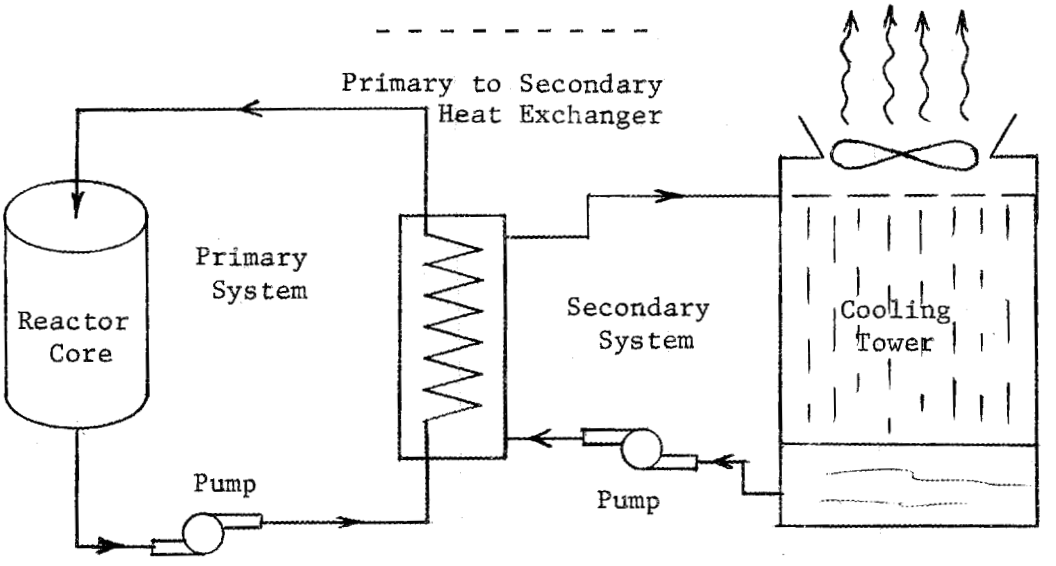

Fig. 2.3. Diagram of a Coolant System in Two Parts
70. Most reactors require a coolant system in two parts. The primary system uses pumps to circulate the coolant through the reactor core and through heat exchangers which transfer the heat to a secondary system, an open system, where a cooling tower is used to transfer the heat to the air in which it is dissipated. A simple diagram of such a system is shown in Fig. 2.3. natural